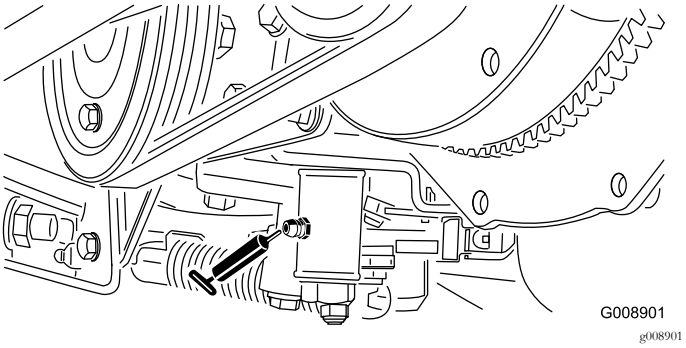

Figur 57
- Nøytral justeringsmekanisme (Figur 57)